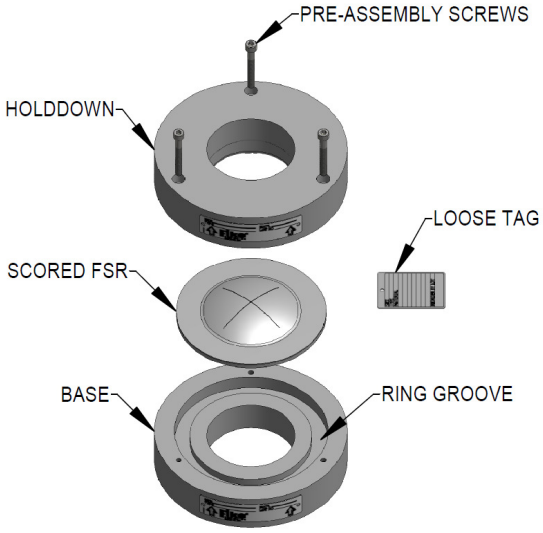

**Figure 2 - FSR Holder with Pre-assembly Screws**
3. Carefully place holddown onto rupture disc with flow arrow in the same direction as the base flow arrow. Verify the base, rupture disc and holddown are properly seated and engaged into the ring groove (See Figure 2).